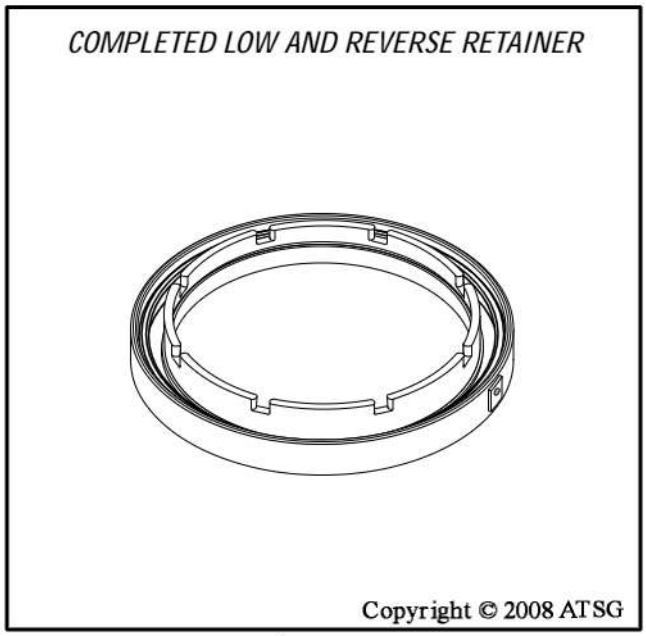

Figure 124
10. Set completed low and reverse clutch retainer aside for the final assembly process, as shown in Figure 124.